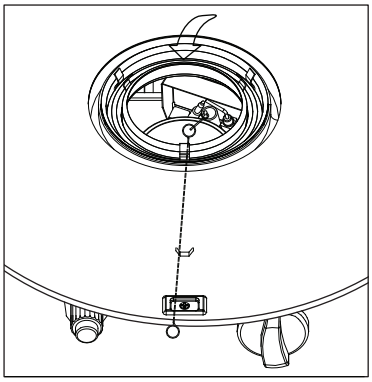

Figure 4
- -As you are depressing the control knob, place long stem lighter through the glass tube to light the pilot (*Figure 4)*.